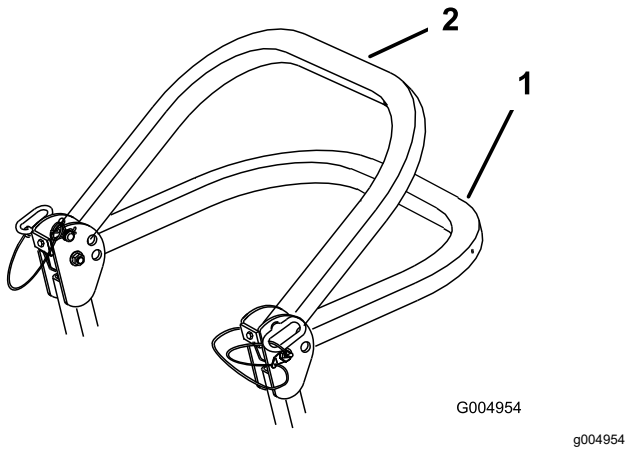

Figure 10
2. Faites pivoter l'arceau de sécurité à la position abaissée (Figure 10).
Remarque: Il y a 2 positions abaissées; voir Figure 10.